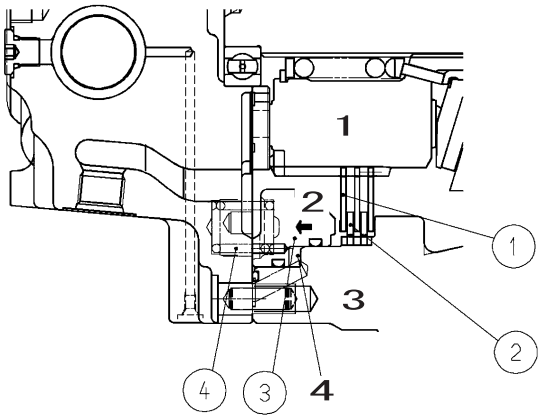

Figure 15 Parking brake released state
Figure 15 shows a structural diagram of the parking brake section.
A. Releasing the parking brake (Figure 15)